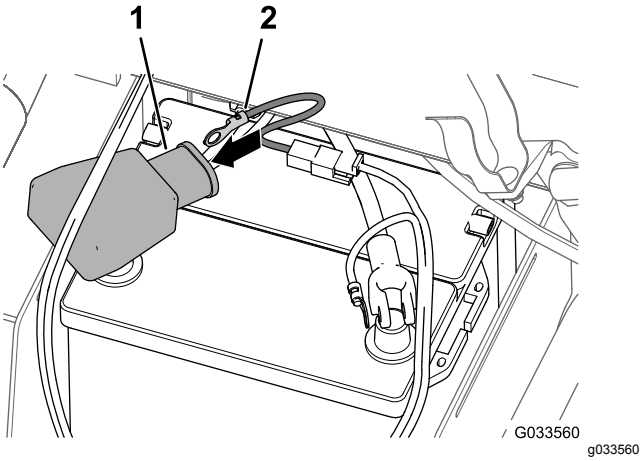

Figur 29
4. Dra smältlänkens (sprutkablagets) ringkoppling genom den breda batterikåpan enligt Figur 29.